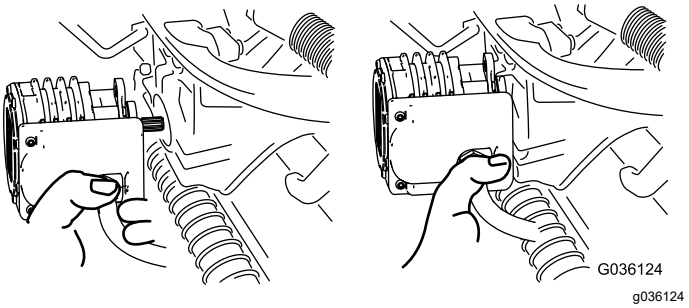

Figuur 61
4. Zet de motor in de opbergruimte op de voorkant van de ophangarm (Figuur 61).